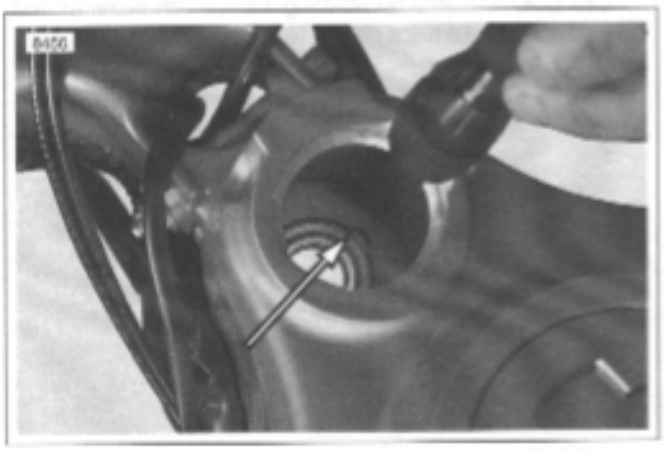

Figure 2-70. Lower Steering Head Bearing Notches (upper bearing removed for clarity)
b. Brace wheel while removing steering stem cap fastener (1).
c. Remove upper fork clamp (4) and front-end assembly which includes front wheel, steering stem/lower fork clamp.
4. Remove upper and lower steering head bearings (5).
a. See Figure 2-70. Locate notches inside steering head stem bore (upper bearing removed for clarity).